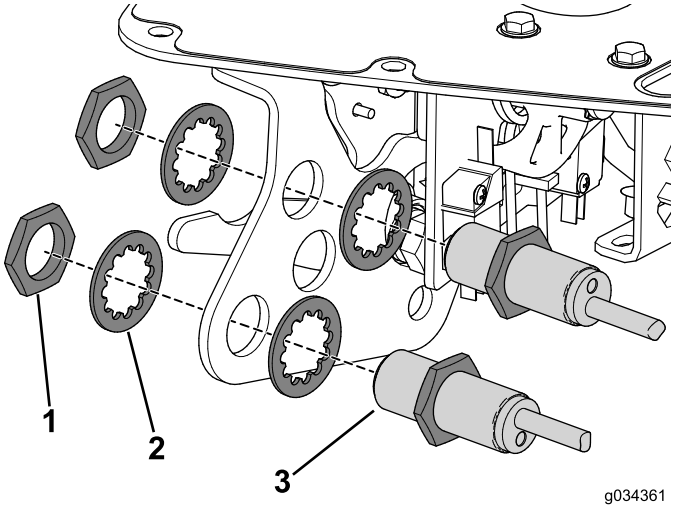

Bild 23
3. Befestigen Sie die Initiatorsensoren mit den vorher entfernten Muttern und Sicherungsscheiben an der Funktionshebelhalterung (Bild 23).